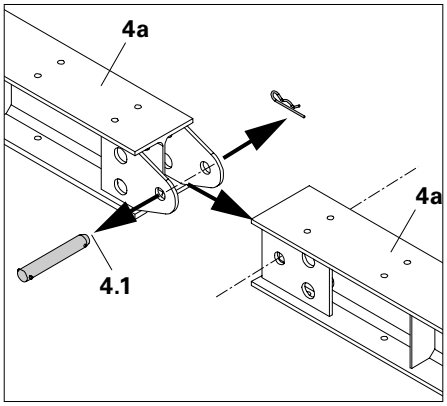

Fig. A3.01
2. Position Base Beam (4) on place of use (foundations). Beam must rest on the entire surface.
3. Depending on the length, connect Base Beam with bolts and cotter pins (4.1). (Fig. A3.01)